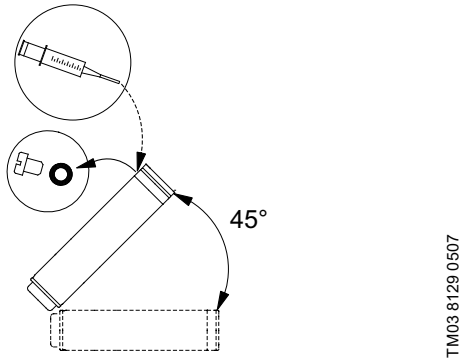

Рис. 6 Толтуруп жатканда электр кыймылдаткычтын абалы– MS 6000
- Эгерде электр кыймылдаткыч кампадан жеткирилген болсо, аны соркысма бөлүгүнө куроодон мурда суюктуктун деңгээлин текшерүү зарыл. *Рис. 6* сүр. кара.
- Кызмат көрсөтүү иштерин жүрүзүүдө деңгээлди текшерүү зарыл. *Рис. 6* сүр. кара.
1. Чөктүрүлмө соркысманы *Рис. 6*-сүр. көрсөтүлгөндөй жайгаштырыңыз. Куюучу тешиги кыймылдаткычтын жогорку чекитинде болууга тийиш.
3. Атайын шрицтин жардамы менен электр кыймылдаткычка суюктукту, куюучу тешик аркылуу ага баштаганга чейин куюңуз. *Рис. 6* сүр. кара.